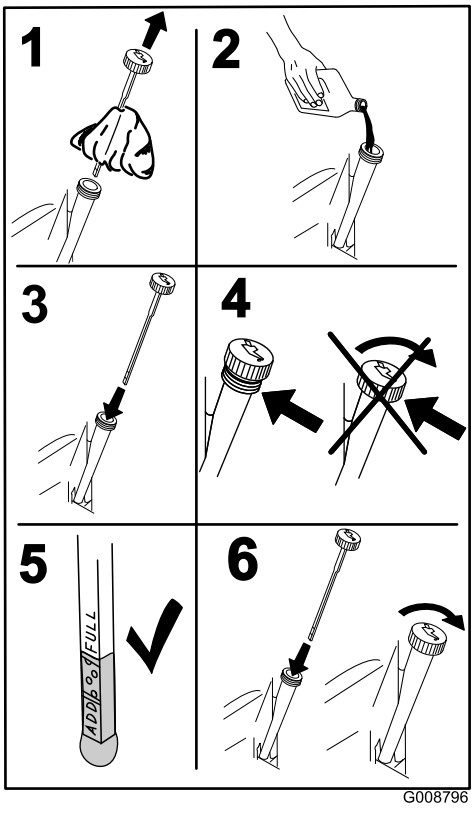

Figur 40
4. Ta ut peilestaven og tørk den med en ren fille (Figur 40).